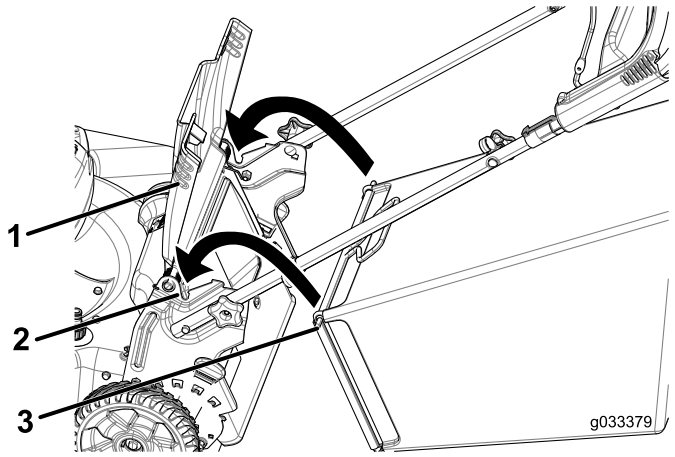

Figura 21
1. Levante y sujete el deflector trasero (Figura 21).
2. Instale la bolsa de recogida, asegurándose de que los pasadores de la bolsa descansan en las muescas del manillar (Figura 21).